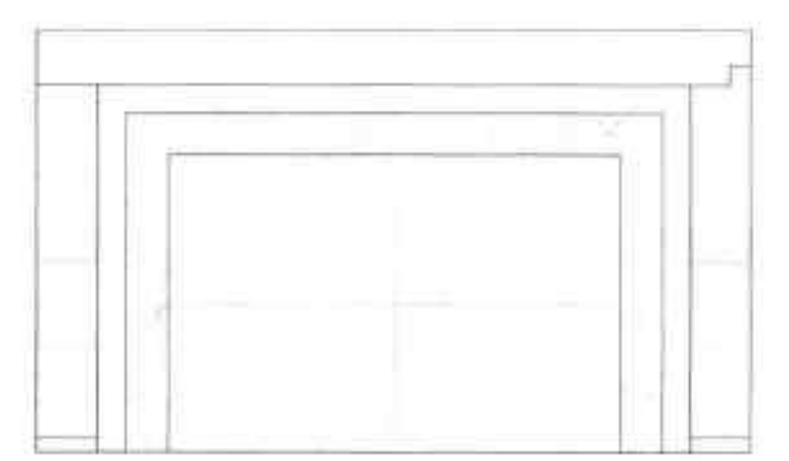

图19-111 复制十字花形
Step 10 执行“复制”命令，复制一个十字花，放置到合适的位置，如图 19-111 所示。